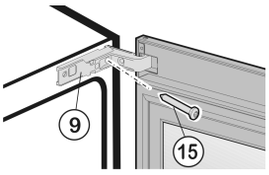

*Fig. 9*
▶ Bovenste lagerbus *Fig. 9 (9)* verwijderen: schroeven *Fig. 9 (15)* uitdraaien.